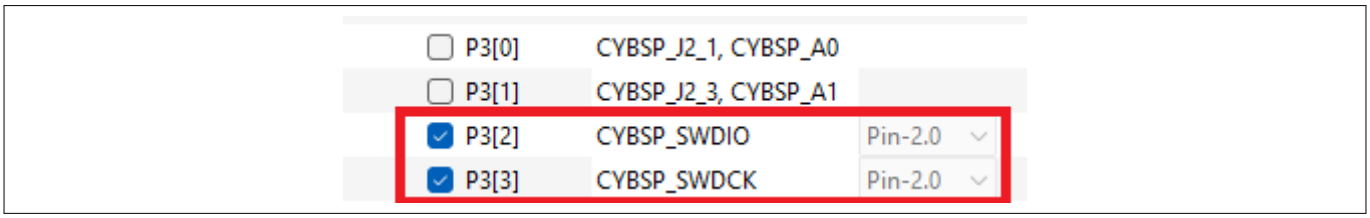

**図 10 GPIO へのデバイスモード変更**
2. デバイスコンフィギュレータで、**Pins** タブに移動し、図 10 に示すように、「CYBSP_SWDIO」および「CYBSP_SWDCK」というラベルの付いたピンを探してください。